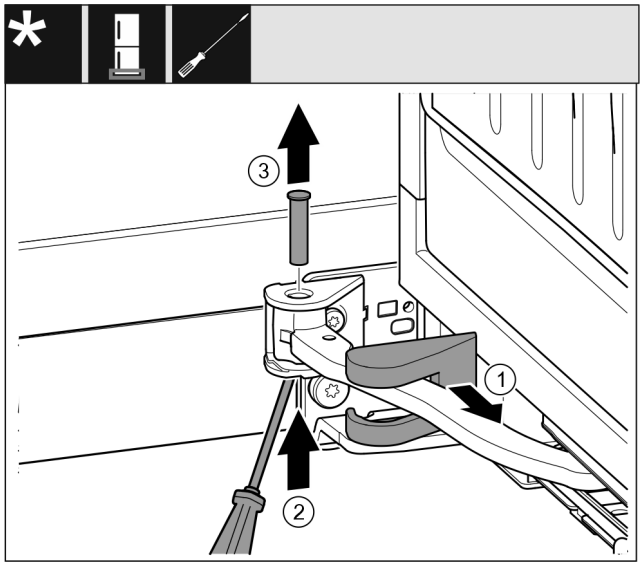

Fig. 15
▶ Lagerbokafdekking *Fig. 15 (1)* wegnemen en langs het scharnier verschuiven.
▶ Bouten *Fig. 15 (2)* met vinger of schroevendraaier van onderaf optillen.
▶ Bouten *Fig. 15 (3)* van boven af eruit trekken.